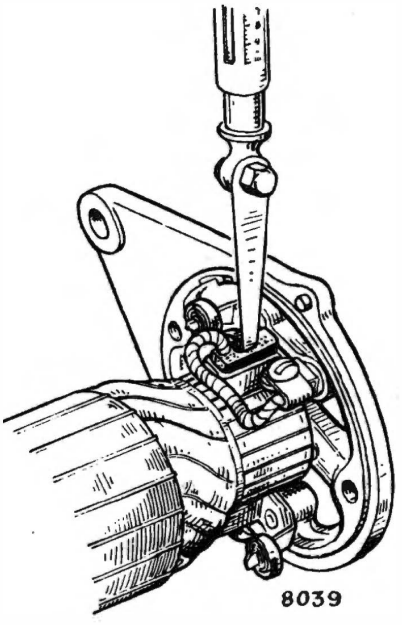

Fig. 5. Testing brush spring tension
4. Test the brush spring pressures by means of a spring scale held radially to the commutator (see Fig. 5).